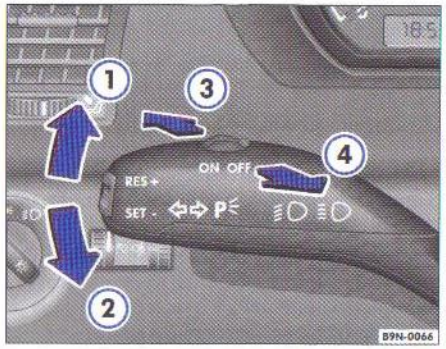

Fig. 24 Maneta pentru luminile de semnalizare și lumina de drum
– Acționați maneta în sus până la limită ⇒ fig. 24 ① pentru a semnaliza la **dreapta**, respectiv în jos ②, pentru a semnaliza la **stânga**. Lampa de control corespunzătoare se va aprinde.
– Acționați maneta înspre față ⇒ fig. 24 ③, pentru a aprinde lumina de drum.